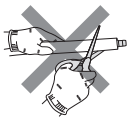

Fig. 1
2) Pull out the drain cap at the back right of the indoor unit. (Fig. 1)
- Do not cut the drain hose of the unit. (Fig. 1)
1) Cut the copper pipe as straight as possible with a pipe cutter. (Fig. 1, 2)